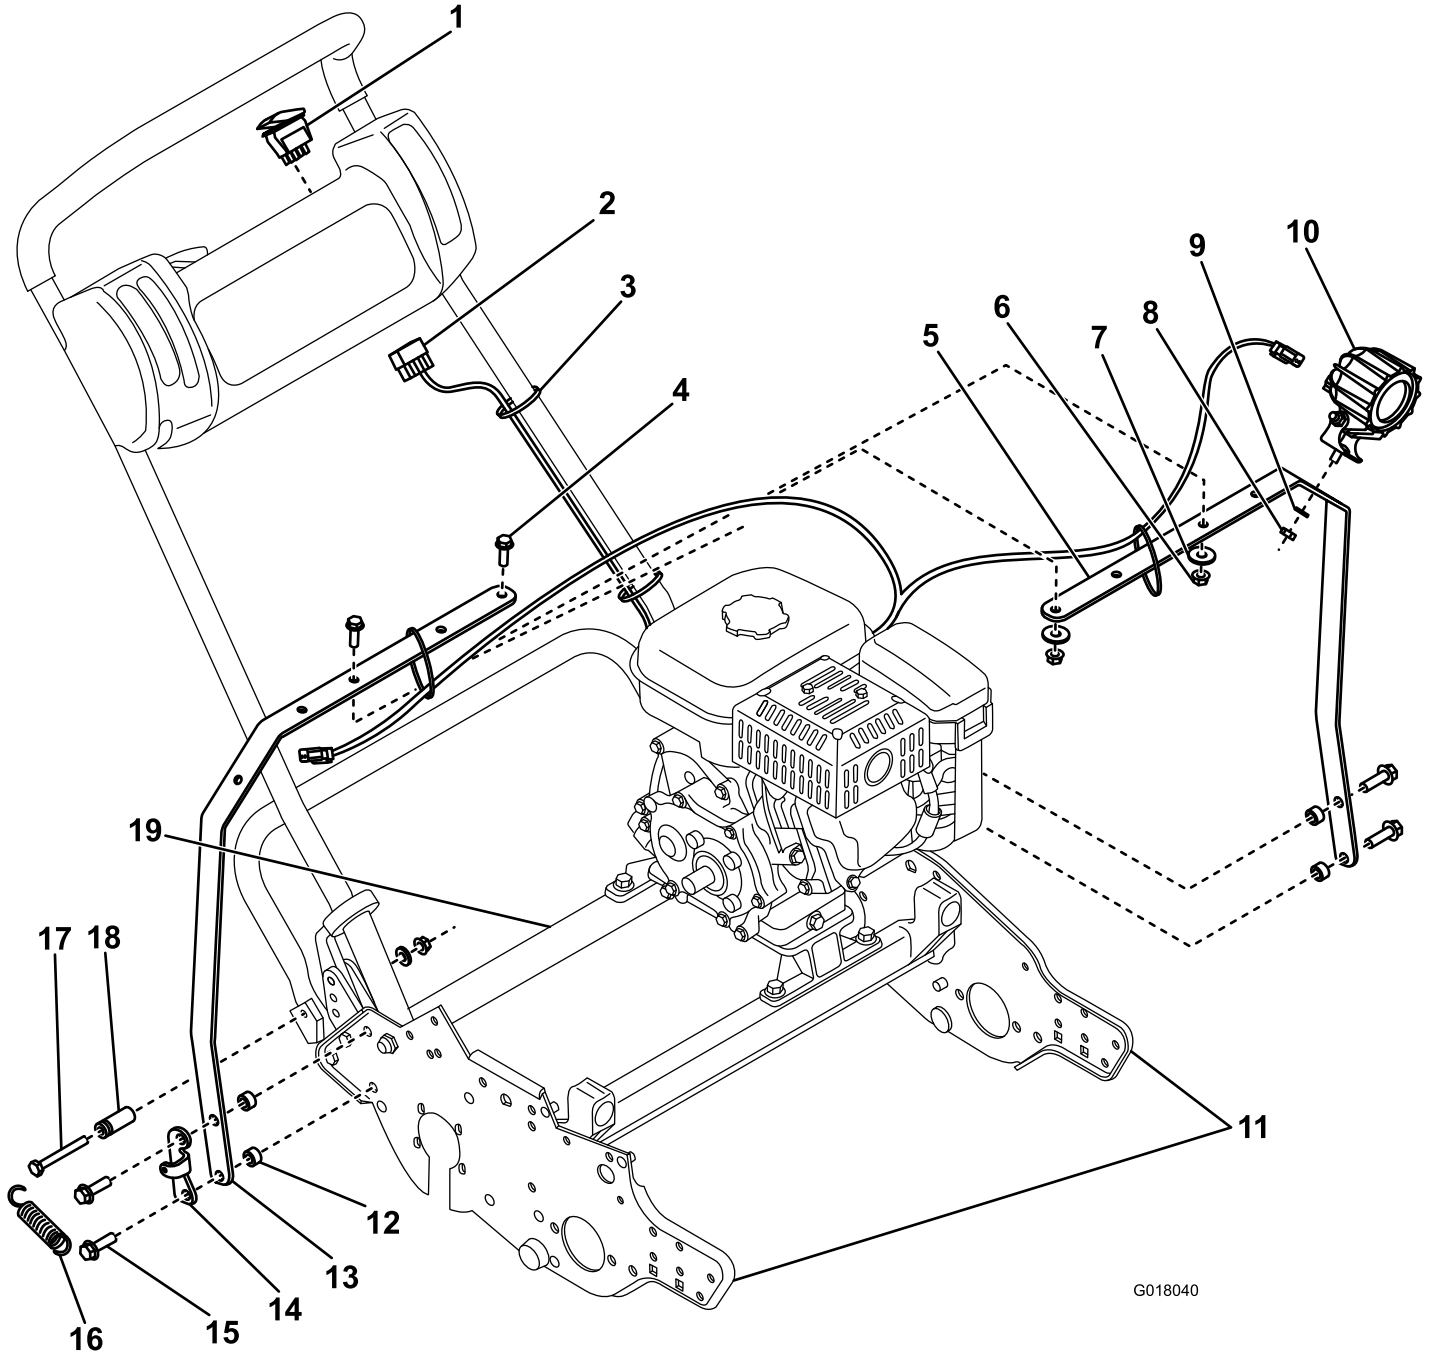

Figura 2
2. Togliete i 2 bulloni (3/8 pollici) che collegano la piastra laterale destra alla traversa posteriore e alla staffa della molla (Figura 2).
3. Montate sulla macchina la barra destra e la staffa a molla precedentemente rimossa utilizzando 2 distanziali e 2 bulloni (3/8 x 1–1/4 pollici) (Figura 2).
4. Togliete i 2 bulloni (3/8 pollici) che collegano la piastra laterale sinistra alla traversa posteriore (Figura 2).
7. Montate le luci sulla barra e fissate ciascuna con la relativa bulloneria (Figura 2).
8. Inserite il cablaggio nelle luci (Figura 2), collegando l'estremità lunga con la luce destra.
9. Togliete il tappo della cavità e montate l'interruttore nella plancia, poi inserite il cablaggio delle luci nell'interruttore (Figura 2).
10. Inserite il connettore di alimentazione del cablaggio nei fili blu con connettori a banana femmina che fuoriescono dal convogliatore (Figura 2).
11. Fissate il cablaggio con serracavi (Figura 2) e inserite la lunghezza in eccesso sotto alla plancia.
12. Togliete la vecchia molla di chiusura e montate quella nuova con un bullone (5/16 x 2–3/4 pollici) (Figura 2). Montate anche la molla precedentemente rimossa.